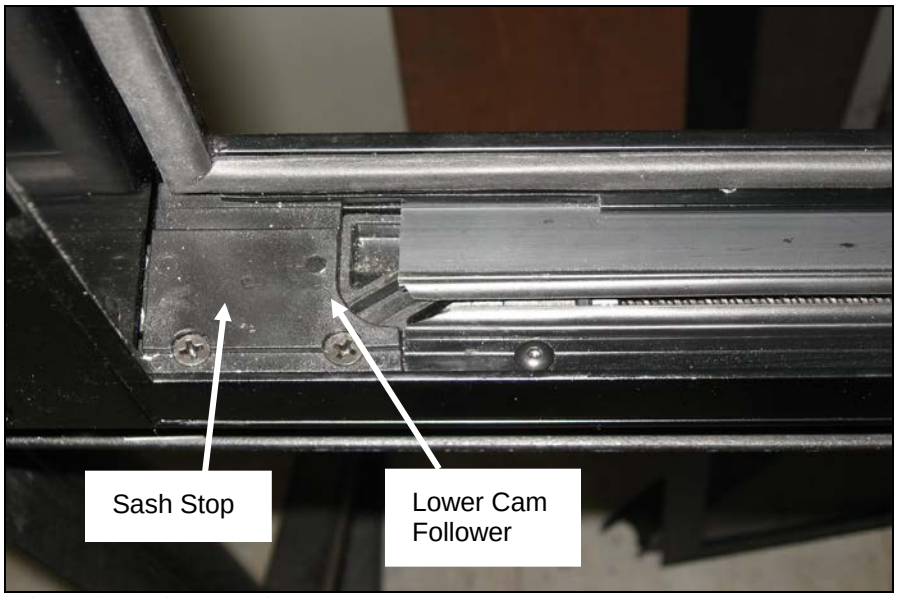

FIGURE 97: PROPER ALIGNMENT
1. Align the leading edge of the slot on the lower cam follower block with the sash stop. Use the power toggle switch to obtain the correct alignment. (Figure 97)